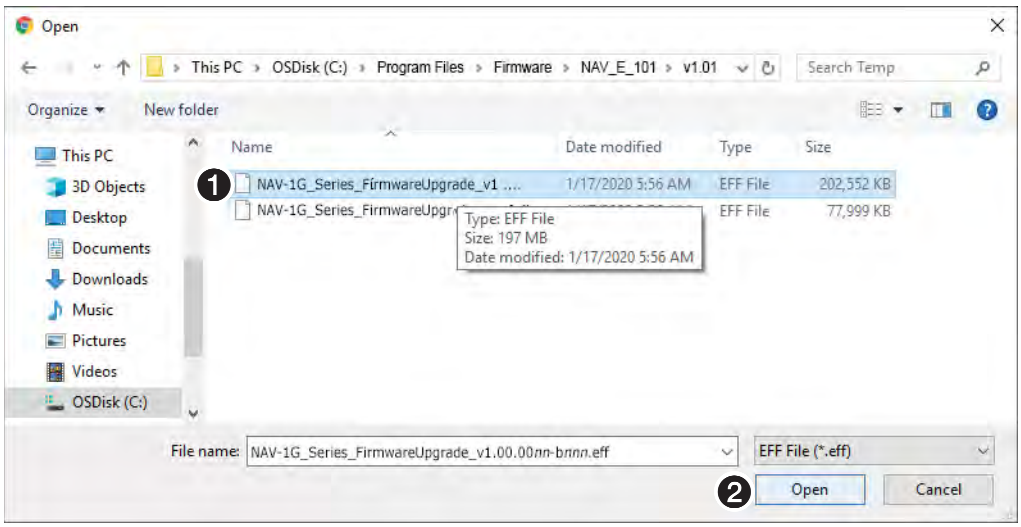

Figure 45. Open Dialog Box
2. Click **`SELECT FILE`** (❷). An `Open` dialog box opens (see figure 45).
3. Navigate to the folder where you saved the firmware upgrade file (see figure 45, ❶) and select the file.